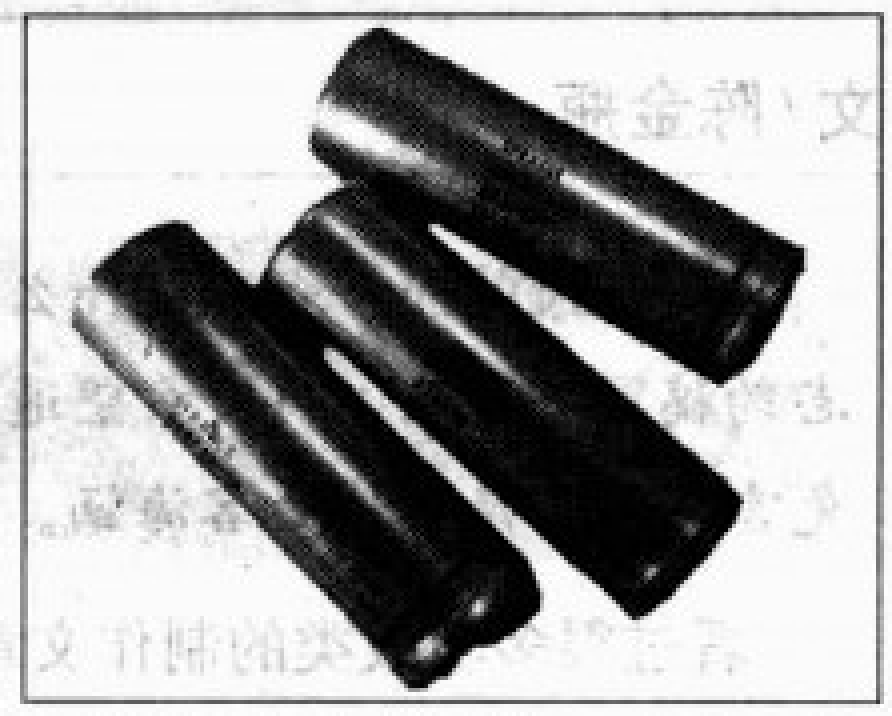

图10
3.施碧铝壳电解电容，外壳印有SPRAGUE及电容的容量(见图10)、数字编号，字是用字模打上去的，不能擦掉，外壳为负极，安装方便。产生的音色甜美、余韵丰富、收放自如，充分显示了美国音响元件雄浑、豪放的特色。可称为发烧极品电容。